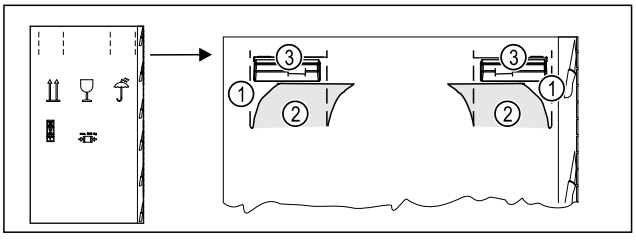

Fig. 6
- ▶ Apăsați în interior cartonul de ambalare sus la perforație *Fig. 6 (1)*.
- ▶ Extrageți lamelele apăsate în interior *Fig. 6 (2)*.
- ▷ Mânerul de transport *Fig. 6 (3)* dreapta și stânga este vizibil.
- ▶ Țineți aparatul de mânerele de transport *Fig. 6 (3)*.